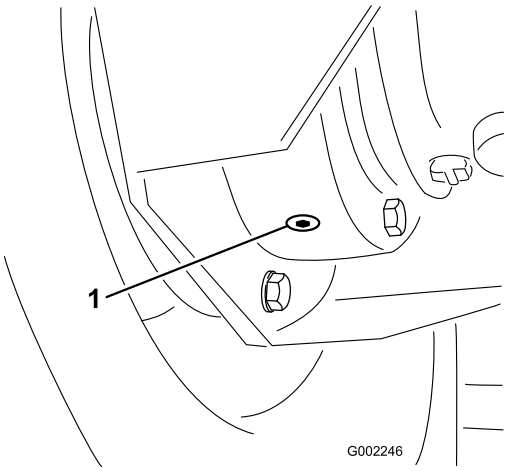

Figure 47
4. Place a pan under the inner drain plug and remove it (Figure 47).